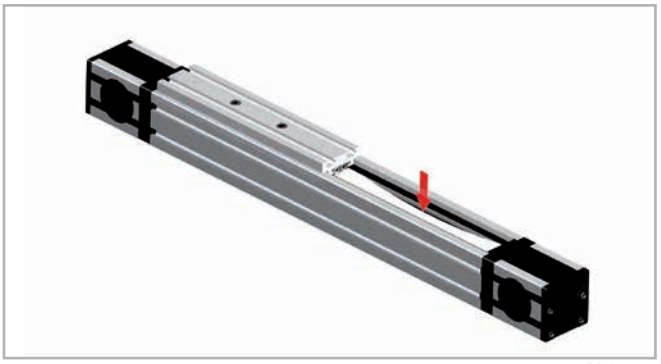

Abb. 64
2. Drücken Sie den Zahnriemen in Höhe des halben Verfahrweges etwas ein, damit Sie die innenliegenden Schienen sehen können (s. Abb. 64). Evtl. ist die Riemenspannung zu lösen oder zu lockern. Siehe hierzu Kapitel Riemenspannung (s. S. US-59).